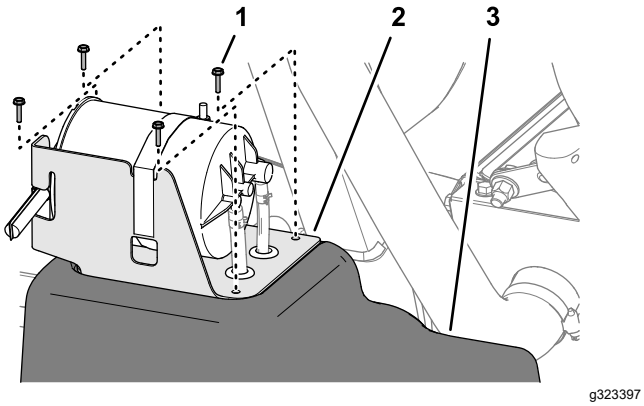

**Bild 92**
5. Fluchten Sie die Löcher in der Halterung für Aktivkohlefilter mit den Löchern im Kraftstofftank aus (Bild 92).
6. Befestigen Sie die Halterung mit den vier Schrauben (Nr. 10 x ¾") am Kraftstofftank (Bild 92).